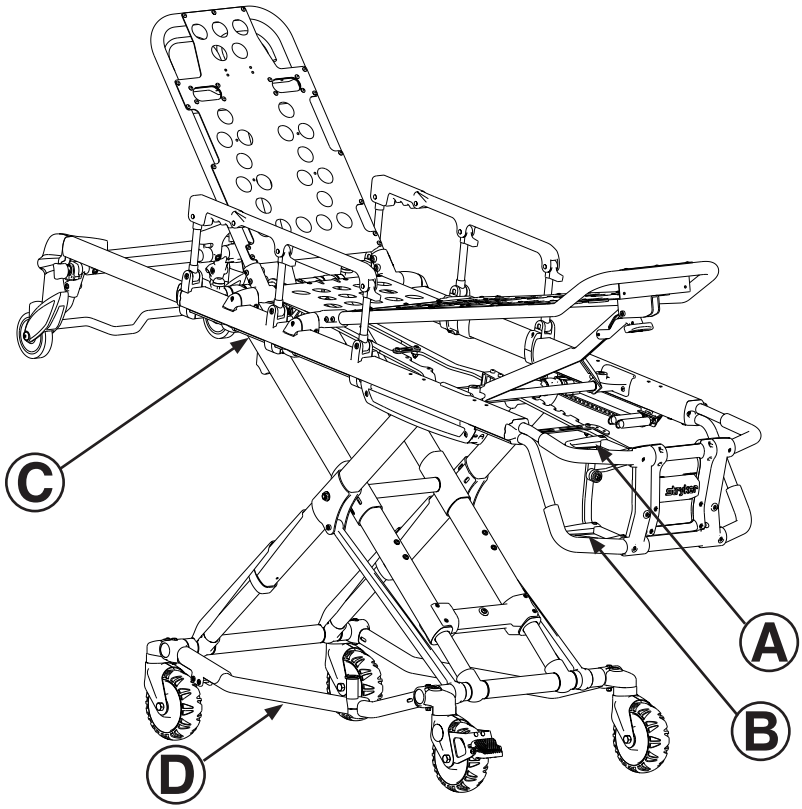

Figura 13
1. O operador no lado dos pés da maca aperta a pega de desengate (A ou B) mantendo as barras de elevação bem seguras (consultar Figura 13).
2. O operador do lado direito ou esquerdo do paciente (dependendo da localização da pega de desengate) alcança a pega de desengate no ponto intermédio da cama (C). Ambos os operadores têm de levantar a maca até o peso sair do mecanismo de trinco (aproximadamente 6,35 mm) (consultar Figura 13).
4. **Operador 1** – Agarrar na estrutura da maca do lado dos pés. Levantar o lado dos pés da maca até o peso sair do mecanismo de trinco. Apertar e manter apertada a pega de desengate (A ou B, conforme ilustrado na Figura 13 na página 7-26).